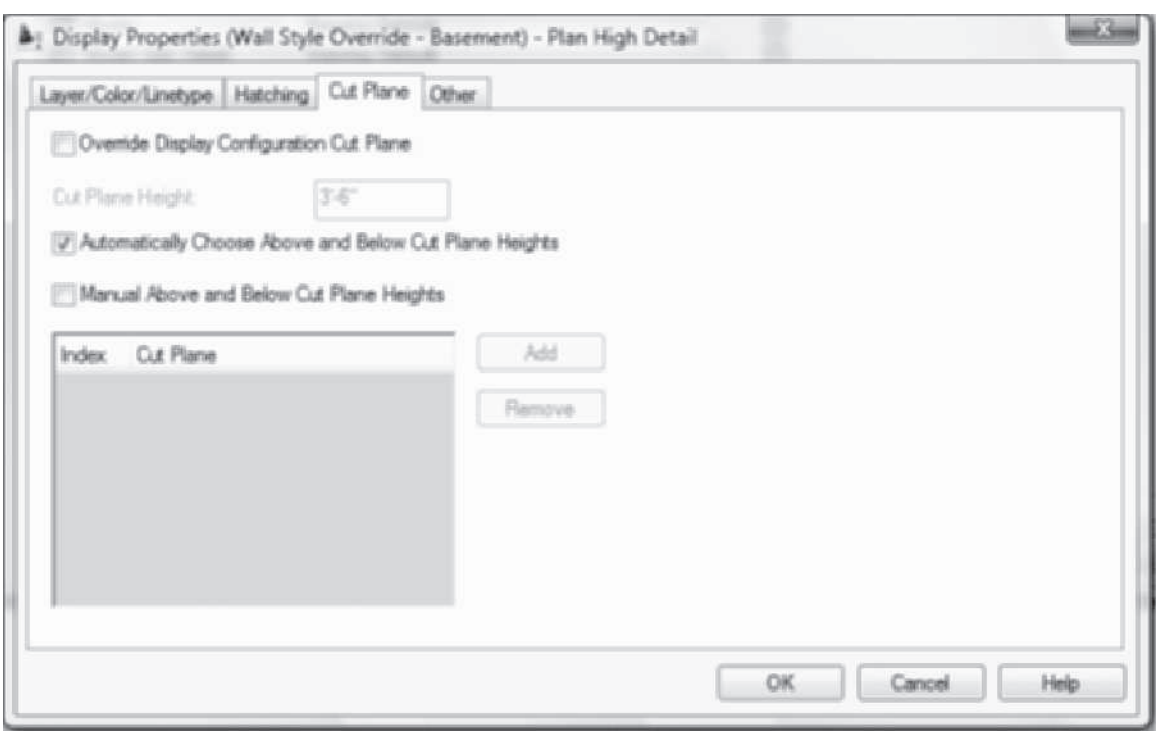

FIGURE 3.90 *Cut Plane tab of Basement wall style*
17. Select the Cut Plane tab and verify the dialog box as follows: clear Override Display Configuration Cut Plane, check Automatically Choose Above and Below Cut Plane Heights, and clear the Manual Above and Below Cut Plane Heights checkbox as shown in Figure 3.90. Click OK to dismiss all dialog boxes.